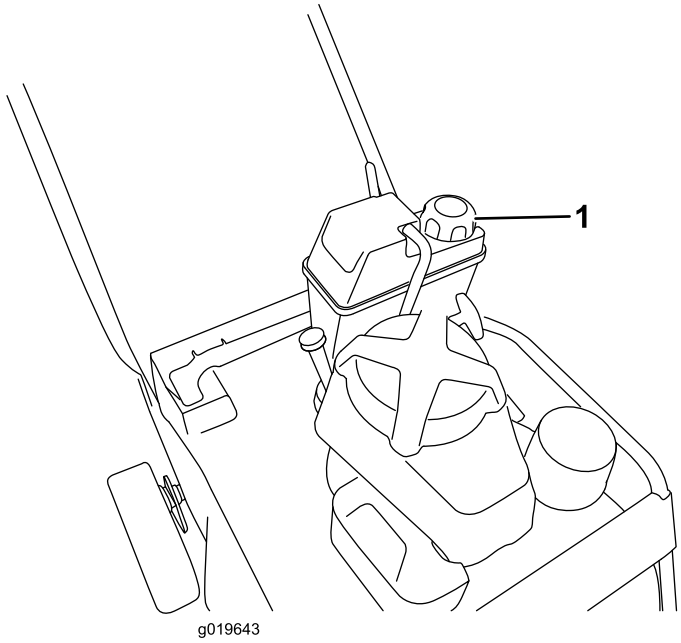

Рисунок 11
1. Очистите поверхность вокруг крышки топливного бака (Рисунок 11).